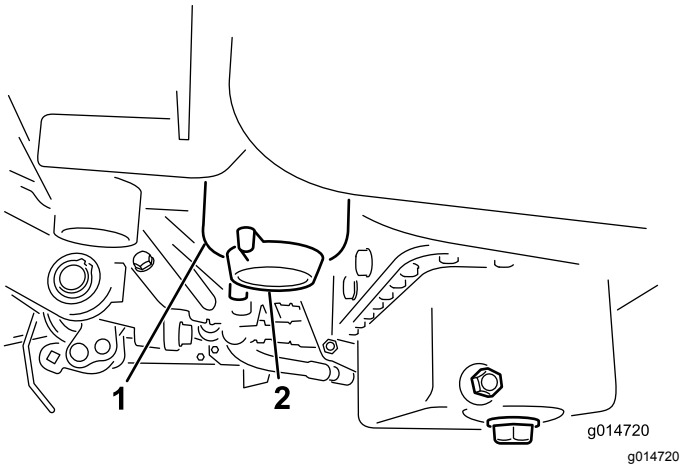

**Figuur 32**
3. Open de aftapplug op het brandstoffilter ongeveer één slag en tap eventueel water af (Figuur 32).